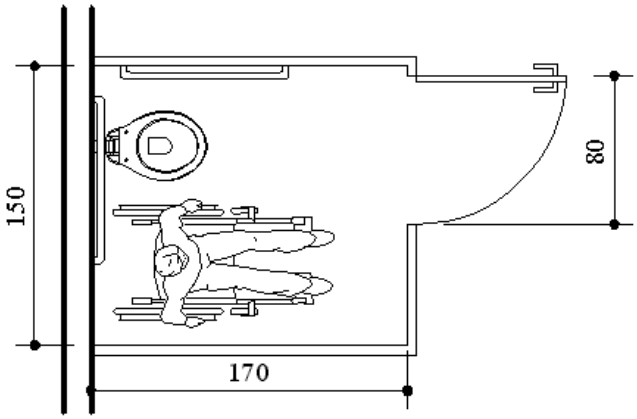

FIGURA 32
3.1) DIMENSÕES DA CABINE: A cabine ou box de sanitários terão dimensões internas mínimas de 1,50m x 1,70m e com vão mínimo da porta de 0,80m, abrindo esta, para o lado de fora (FIGURA 32).